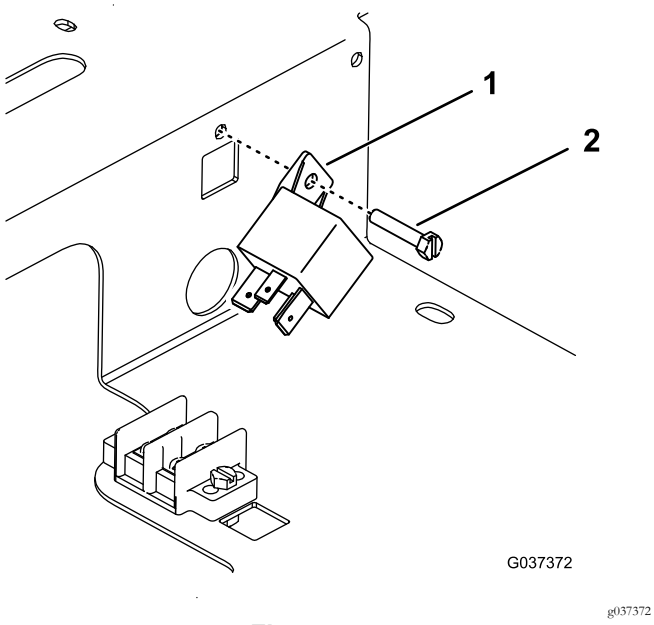

Figura 5
5. Monte o relé de alimentação na porca chata no lado do compartimento com um parafuso (Figura 5).